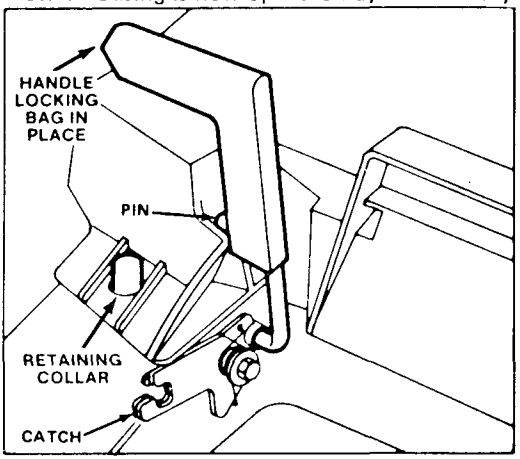

Figure 11
3. INSTALLING BAG – Slide hole in bag frame onto retaining collar on housing (Fig. 11) and set rear of bag frame onto lower handle.
4. Pull chute door handle forward until pin clears catch and move handle rearward until pin locks in bag notch (Fig. 11). Chute door in mower housing is now open. It may be necessary